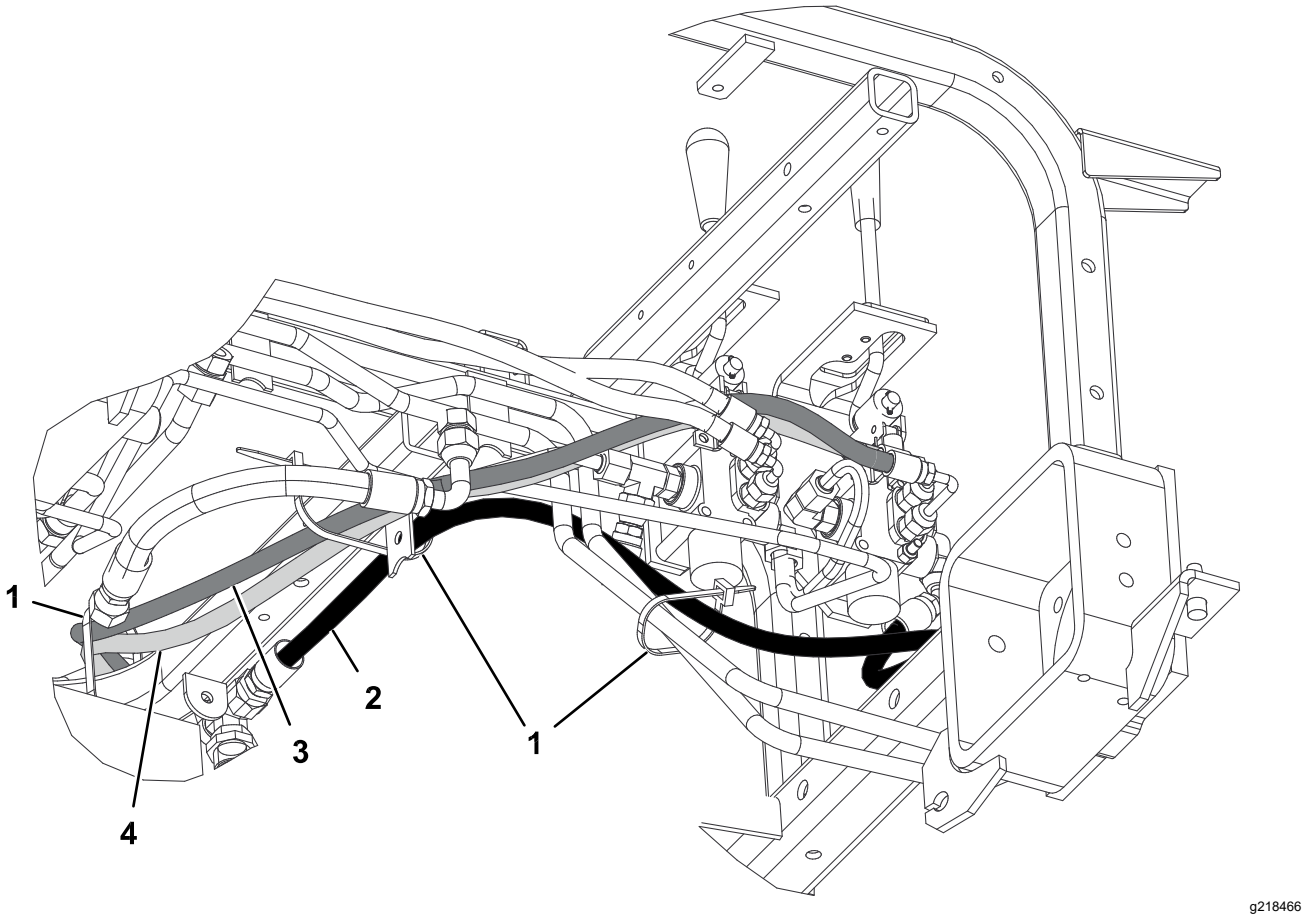

Figure 24
2. Connect the T-fitting with the 45° end of hydraulic hose (Part No. 108-8449) to the open side of the T-fitting on the right side of the valve and the straight end of the hose to the vacant oil cooler fitting (Figure 23). Refer to Figure 24 and Figure 25 for hose routing.
4. Connect the short 90° fitting end of hydraulic hose (Part No. 108-8453) to the top straight fitting on the rear of the valve. Route the hose through the wire hose holder and connect the straight end of the hose to the top hydraulic cylinder fitting (Figure 23). Refer to Figure 24 and Figure 25 for hose routing.
5. Connect the long 90° fitting end of the hydraulic hose (Part No. 108-8454) to the bottom straight fitting on the rear of the valve. Route the hose through the wire hose holder and connect the straight end of the hose to the bottom hydraulic cylinder fitting (Figure 23). Refer to Figure 24 and Figure 25 for hose routing.
8. Using cable ties, secure the hoses to the machine at the locations shown in Figure 24 and Figure 25.